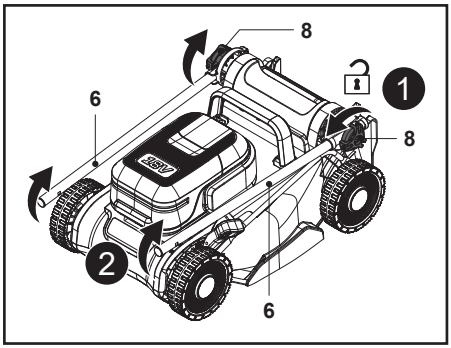

Fig. 1
2. Slăbește butonul de blocare (8) în sens antiorar fără a-l scoate, apoi depliază bara mânerului inferior (6) (fig. 1, pașii 1, 2).